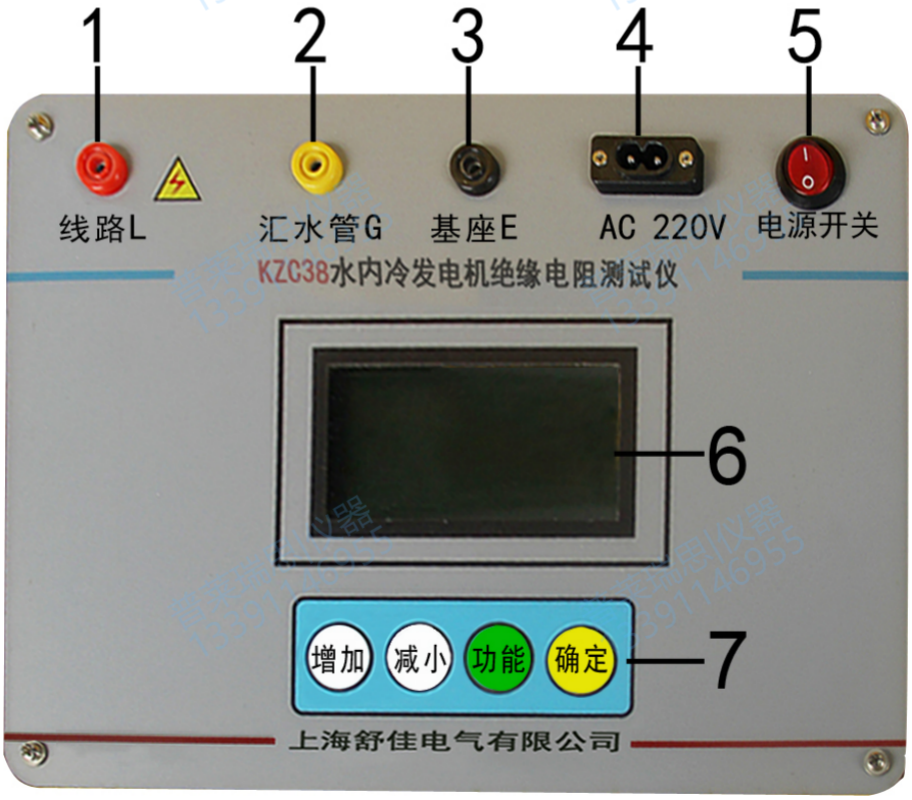

图 2 仪器外观
------退出 处于选中状态 按【确定】键，回到初始设置画面（图 2）
------按【确定】键 回到初始设置画面（图 2）。